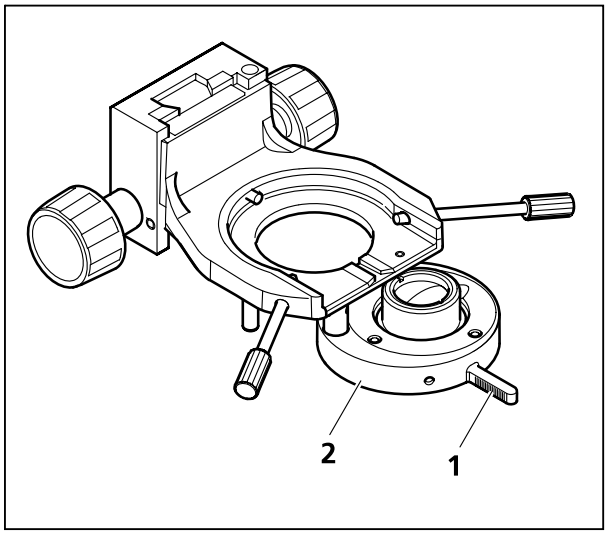

Bild 4-37 Übersichtseinrichtung
- Übersichtseinrichtung (Bild 4-37/**2**) mit Hilfe des Griffes (Bild 4-37/**1**) in den Strahlengang ein- oder ausschwenken. Darauf achten, dass die Übersichtseinrichtung beim Einschwenken richtig einrastet.